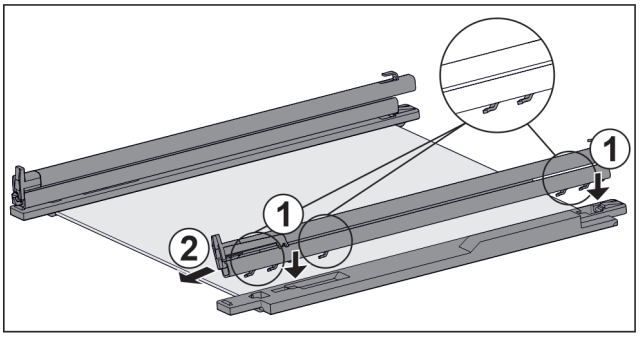

*Fig. 202 Placă de sticlă cu șine și piese de fixare*
▶ Așezați cârligele șinei pe deschiderile piesei de fixare din **stânga**. *Fig. 202 (1)*
▶ Trageți șina în față. *Fig. 202 (2)*
▶ Așezați cârligele șinei pe deschiderile piesei de fixare din **dreapta**. *Fig. 202 (1)*